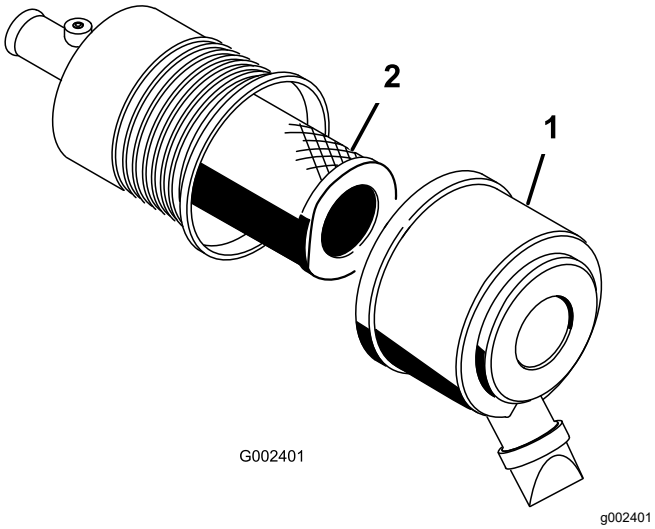

**Figuur 43**
1. Maak de sluitingen op het luchtfilter los en trek het luchtfilterdeksel van de luchtfilterbehuizing (Figuur 43).
3. Schuif het filter voorzichtig uit de luchtfilterbehuizing (Figuur 43).
5. Schuif het filter voorzichtig over de buis van de behuizing (Figuur 43).
6. Monteer het luchtfilterdeksel met de kant naar boven gericht en maak de sluitingen vast (Figuur 43).